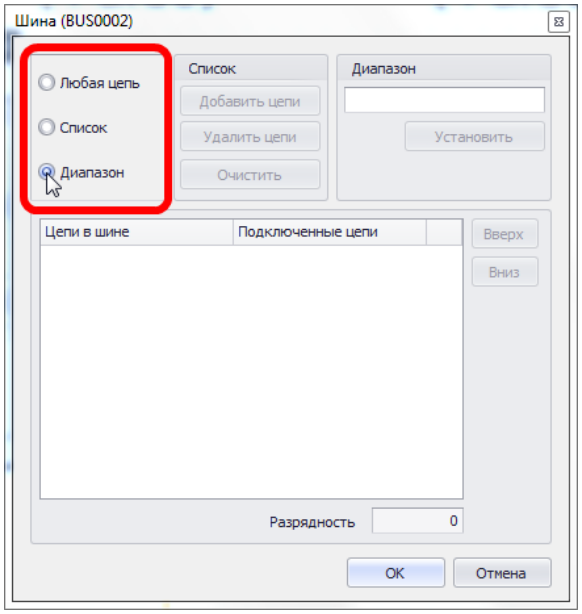

Рис. 512. Включение режима «Диапазон»
2. Установить переключатель, расположенный в левом верхнем углу окна, в положение «Диапазон», тем самым активировав режим работы редактора «Диапазон», см. Рис. 512.